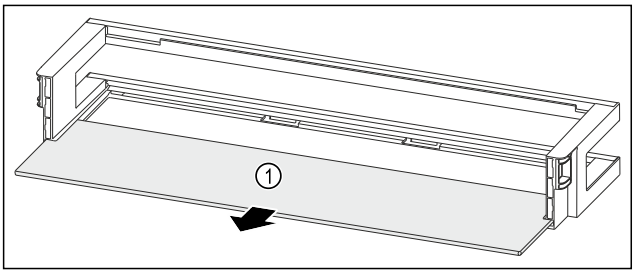

Fig. 211 Balconcino controporta con ripiano
▶ Rimuovere il ripiano *Fig. 211 (1)*.